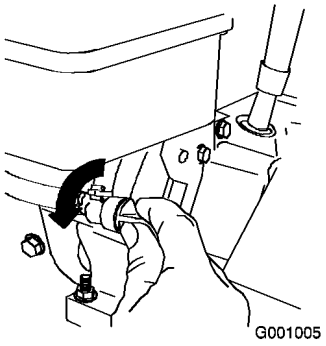

Figura 21
3. Girate la valvola d'intercettazione del carburante in senso antiorario per aprirla (Figura 21).